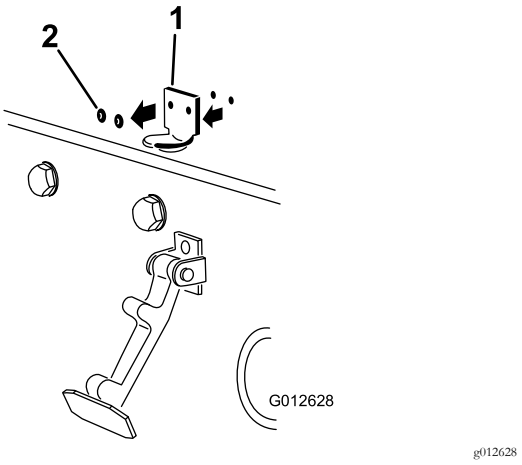

Figur 7
2. Fjern de to naglene (2) som fester panserlåsbraketten til panseret (Figur 7). Fjern panserlåsbraketten fra panseret.